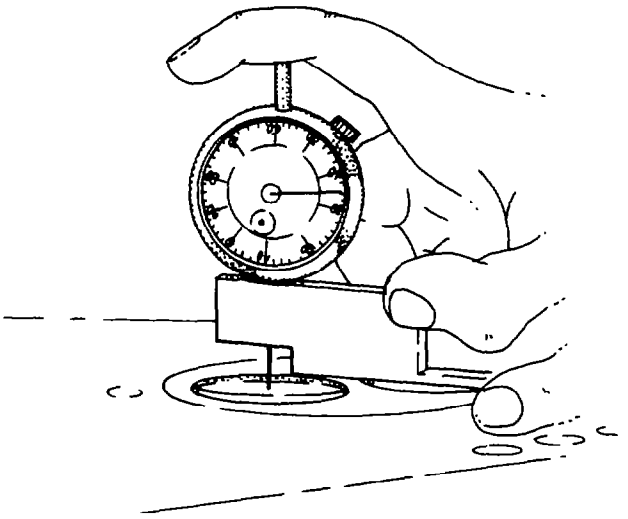

Fig. 40 — Measuring Valve Head to Deck Clearance
b. Move the depth gauge over to the valve and check that the clearance is 0.35 mm (0.014 in.) (see fig. 40).